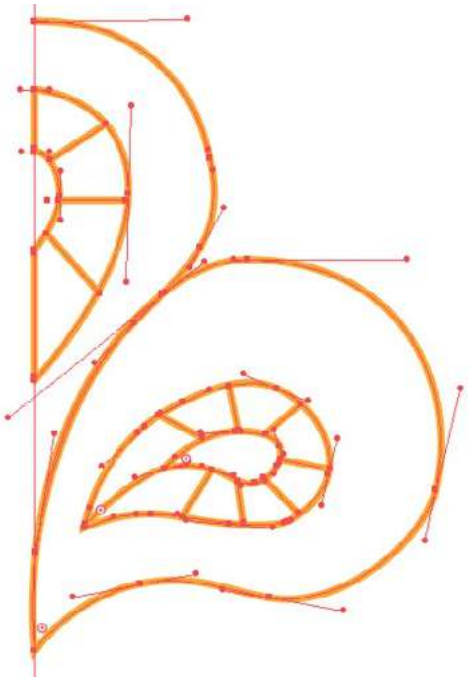

Рис. 3
2.5.3. Обвести контур элементов. Если элемент симметричный, достаточно обвести фрагмент элемента (рис. 3).